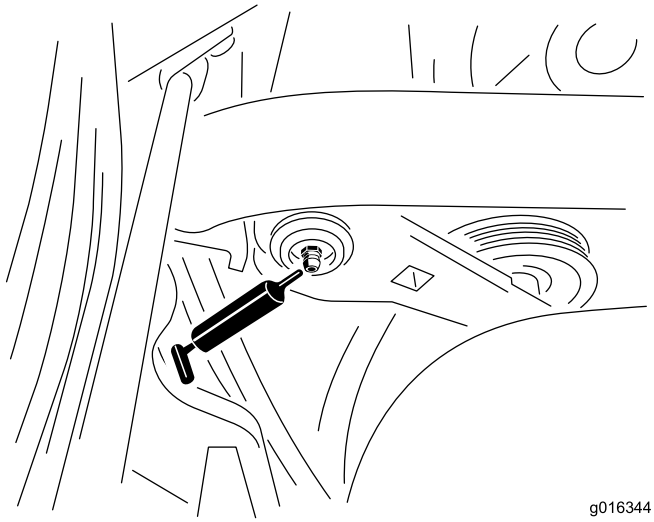

**Figur 39**
1. Tørk av smøreniplene slik at fremmedmateriale ikke kan komme inn i lagrene eller hylsene (Figur 39).